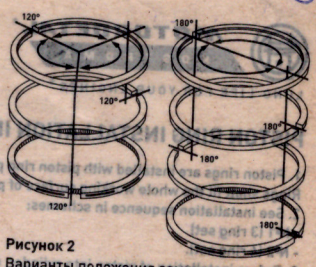

Рисунок 2
3. Перед установкой поршня в цилиндр стыки колец необходимо развести друг относительно друга (см. рис. 2).